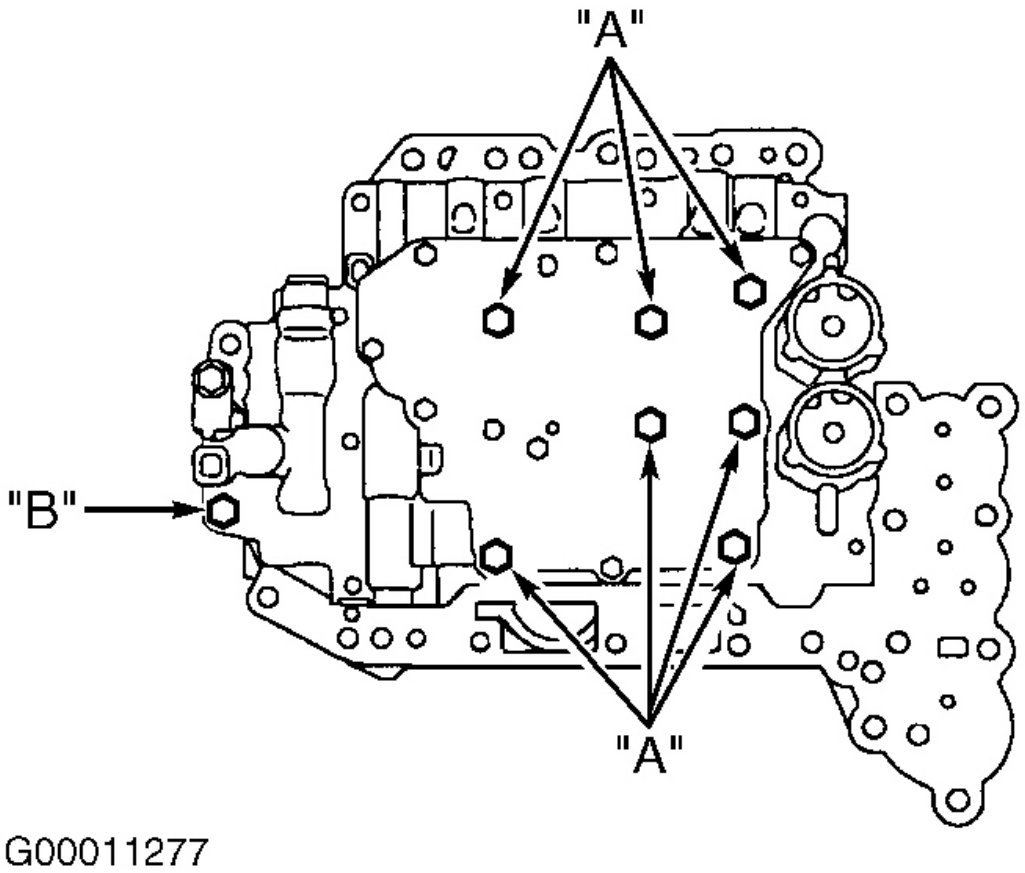
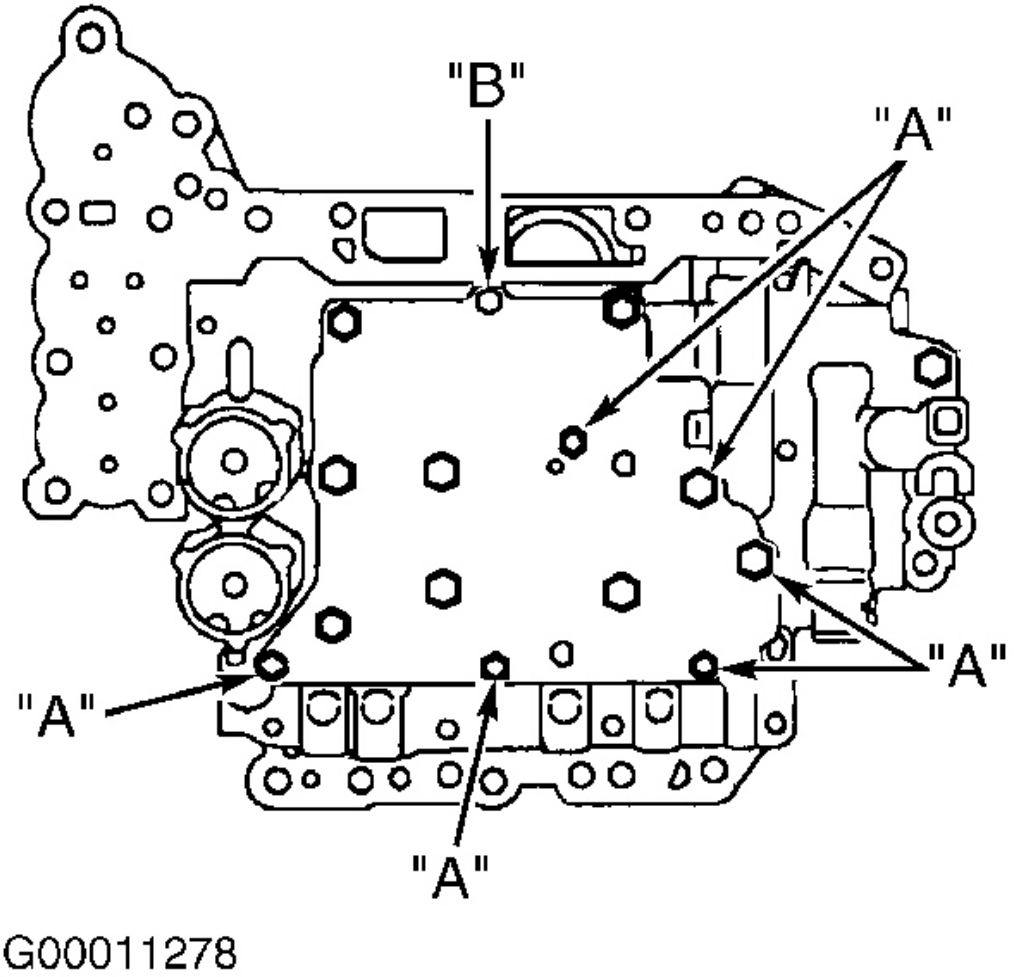
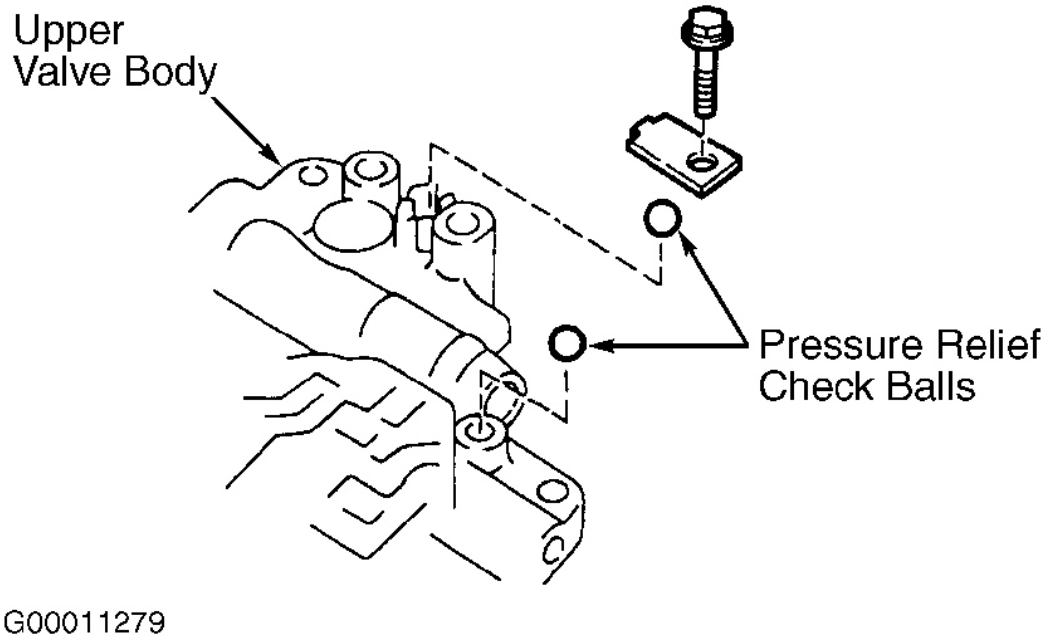

Fig. 50: Removing & Installing 8 Upper Valve Body Bolts
Fig. 51: Removing & Installing Upper Valve Body Cover Bolts
Fig. 52: Locating Pressure Relief Check Balls
2. Remove 8 upper valve body bolts. See **Fig. 50**. Remove 7 upper valve body cover bolts. See **Fig. 51**. Remove bolt, cover and 2 pressure relief check balls. See **Fig. 52**.
2. Install accumulator pistons, springs, washers and snap rings. Ensure spring free length and outer diameter are within specification. For spring specifications, see **ACCUMULATOR VALVE SPRING SPECIFICATIONS** table. Ensure components are installed in correct locations. Install pressure relief check balls, retainer and bolt. Tighten bolt to 97 INCH lbs. (11 N.m). See **Fig. 52**.